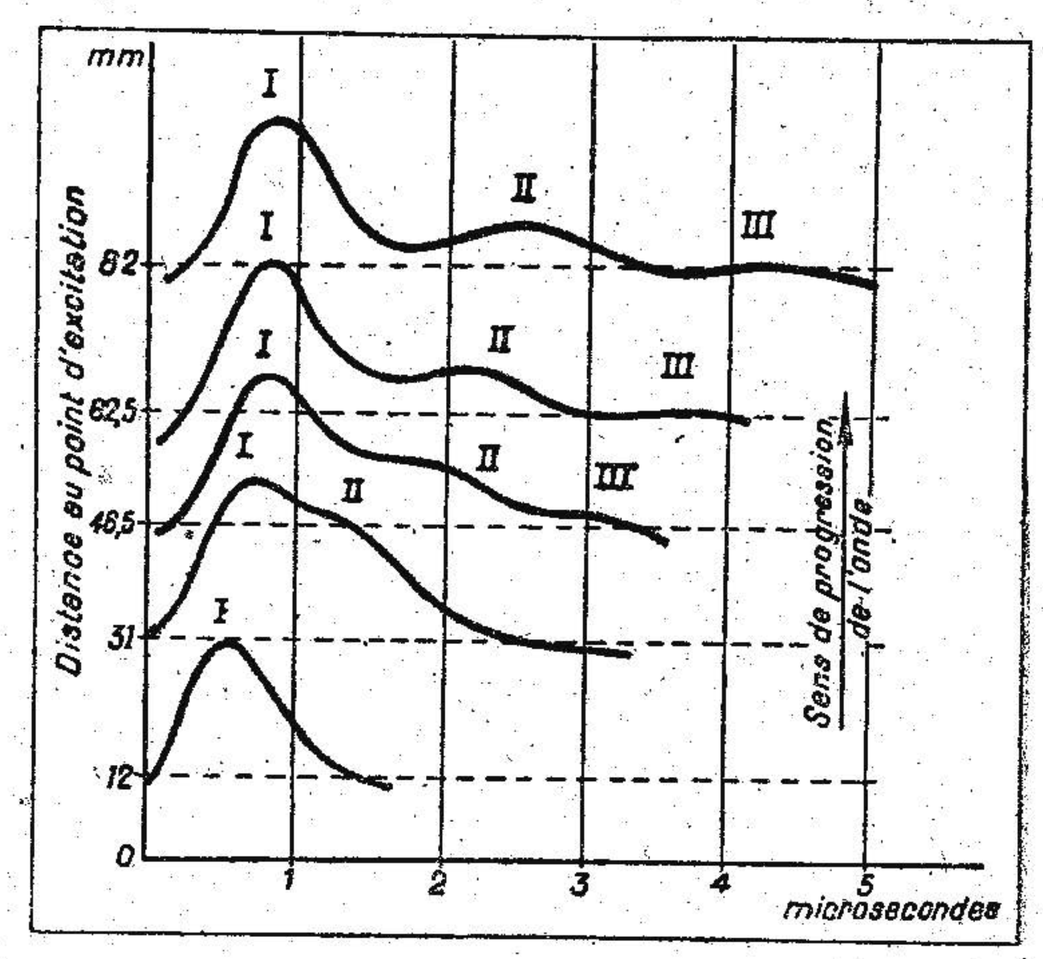
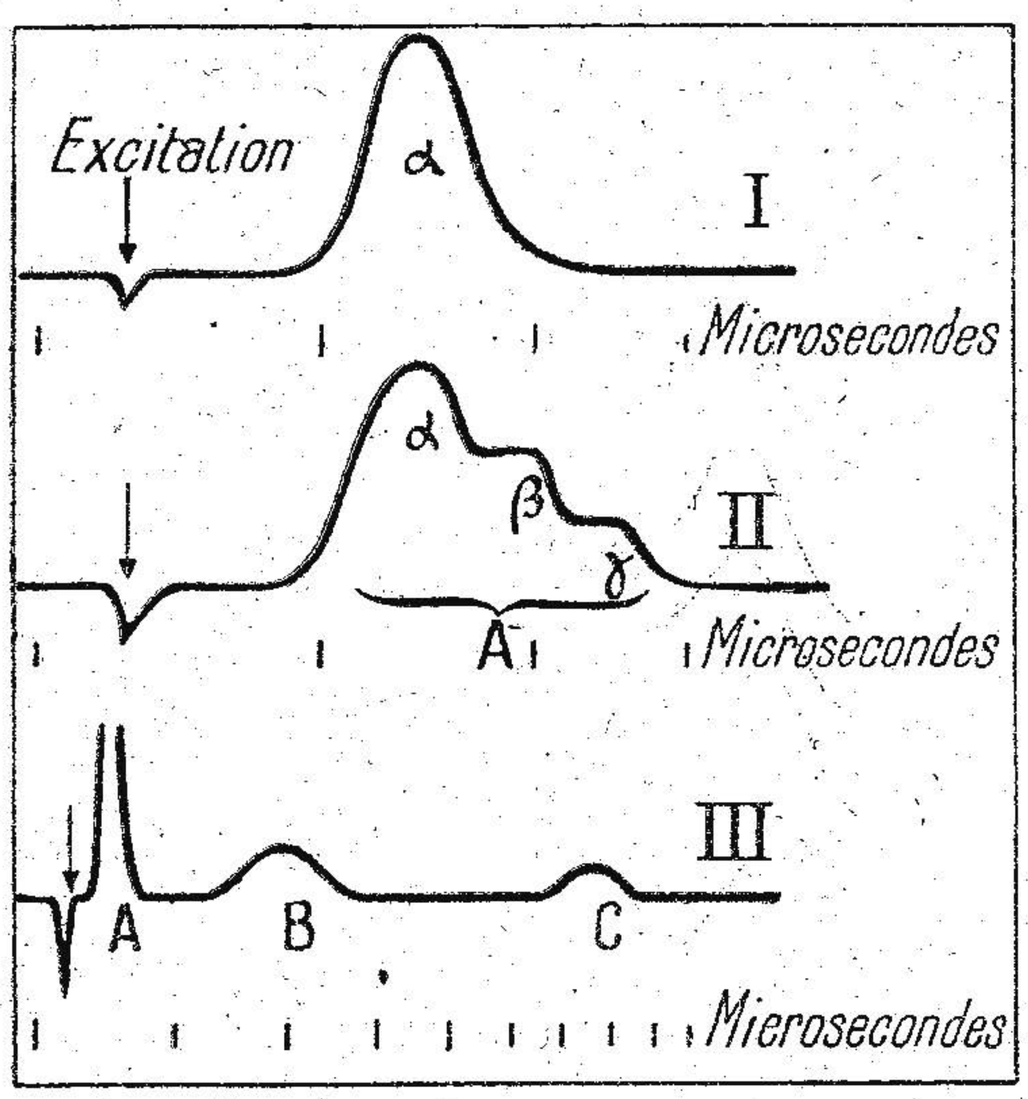

FIG. 3. — L'ONDE D'INFLUX NERVEUX SE DÉCOMPOSE EN PROGRESSANT LE LONG D'UN NERF
FIG. 4. — ONDES D'INFLUX NERVEUX PROVOQUÉES PAR DES EXCITATIONS DE PLUS EN PLUS FORTES
Grâce à cette technique, les physiologistes américains constatèrent que l'influx nerveux d'un nerf complexe comme le sciatique n'est pas simple comme on l'admettait, mais composé d'une succession d'ondes se propageant à des vitesses différentes. Quand les électrodes réceptrices sont appliquées très près des électrodes stimulantes, l'onde paraît simple et unique; si on recueille l'influx de plus en plus loin, on voit l'onde se décomposer en ondes secondaires de plus en plus distinctes, comme le montre la figure 3. Ils ont déterminé tous les caractères de ces ondes, leur amplitude, leur vitesse, leur durée, leur temps perdu (1), leur période réfractaire (2), l'intensité minimum nécessaire pour les déclencher; chaque onde présente à ce point de vue des caractéristiques différentes (fig. 4). On reconnaît ainsi trois groupes d'ondes dont le plus rapide lui-même se décompose en trois ondes secondaires. Si le groupe A, par exemple, possède une vitesse de 41 m/s (pour α), de 22 pour β), de 15 (pour γ), le groupe B n'a pus que 4 et le groupe C, 0,7 m/s.